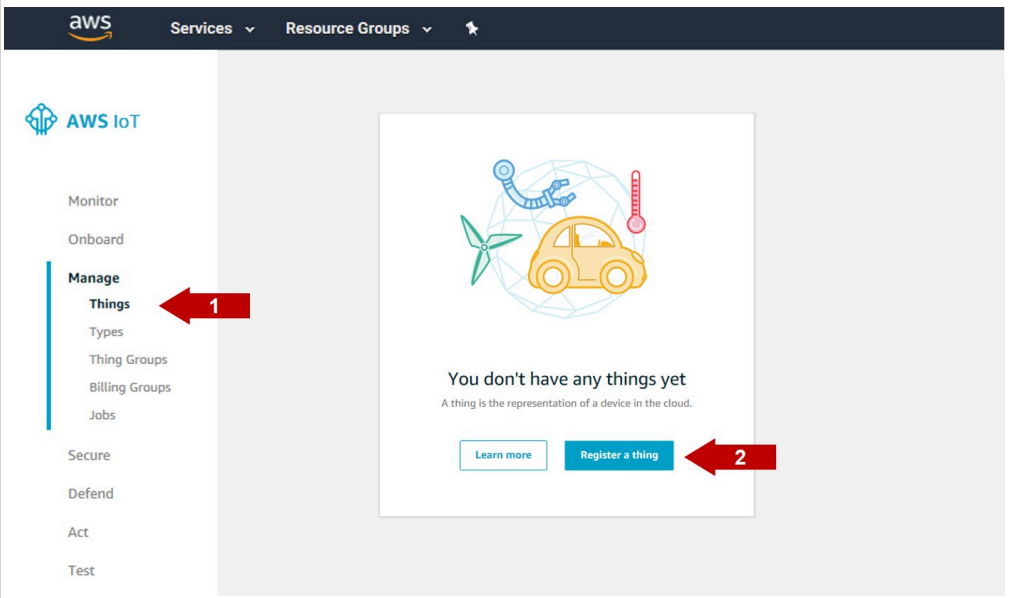

Figure 12. Go to the AWS IoT Things menu
1. From the AWS IoT Core dashboard, go to **Manage**, go to **Things** and click on the **Register a thing** button as shown in Figure 12: